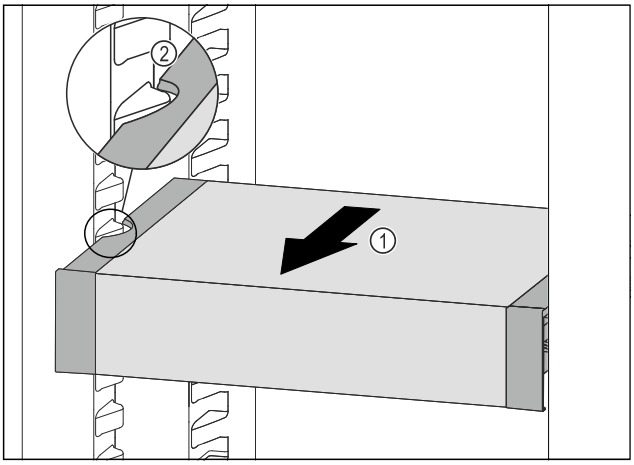

Fig. 138
▶ Pull VarioSafe forwards *Fig. 138 (1)* until the recesses in the side of the VarioSafe are at the level of the support rib in the fridge section. *Fig. 138 (2)*